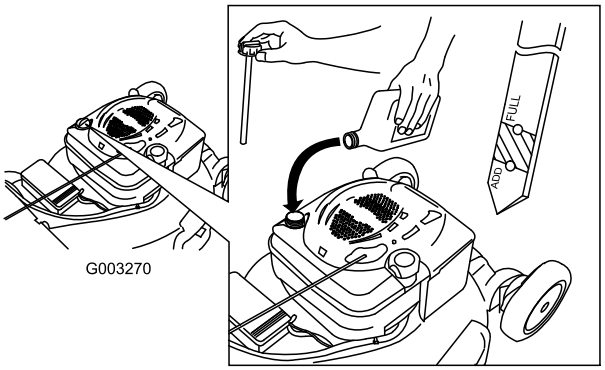

Figura 36
4. Vierta **lentamente** aceite en el tubo de llenado hasta que el nivel llegue a la marca Full de la varilla (Figura 36). **No llene demasiado.** (Capacidad máxima: 0,59 l, tipo: SAE 30W, aceite detergente con clasificación de servicio API SF, SG, SH, SJ, SL o superior.)